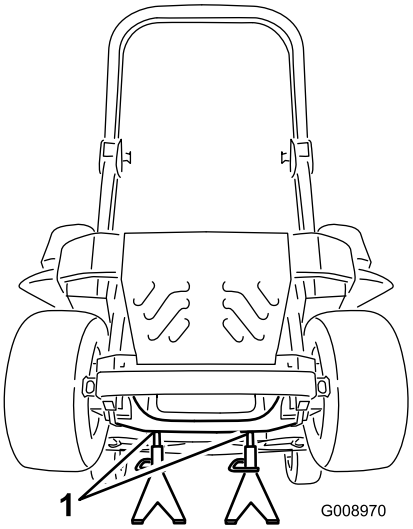

Figur 82
3. Höj upp maskinen och stötta upp den med domkrafter (Figur 82).
9. Ta bort domkrafterna och sänk ner maskinen (Figur 82).